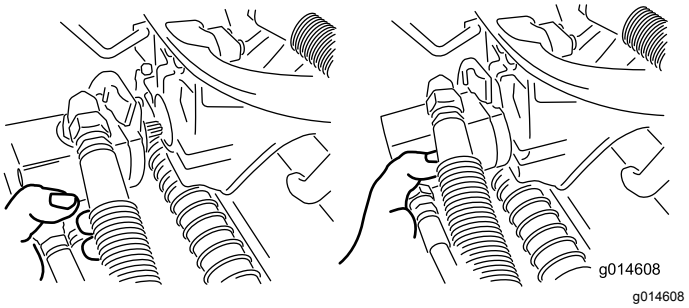

Figur 33
3. Flyt motoren hen i opbevaringspositionen foran på affjedringsarmen (Figur 33).